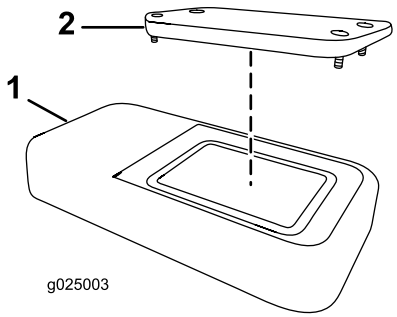

Figure 60
2. Déposez le couvercle (Figure 60).